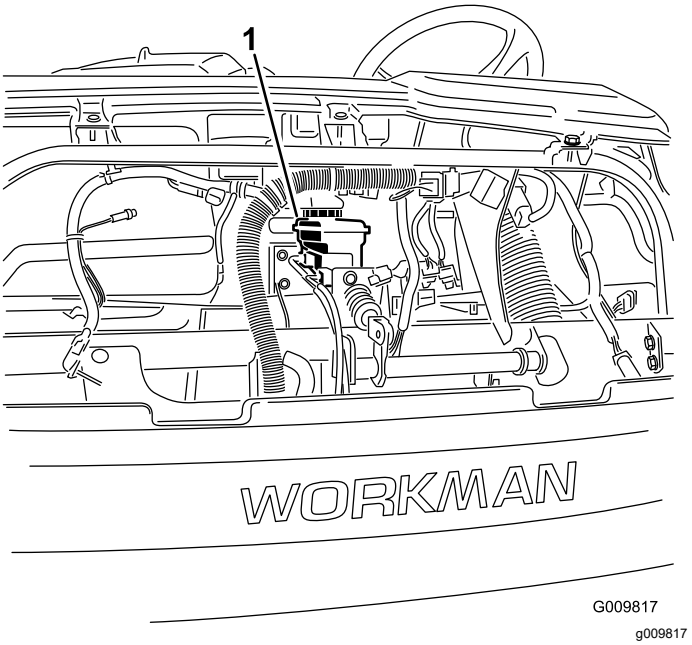

**Figuur 25**
**Opmerking:** U kunt de motorkap aan de voorzijde van de machine verwijderen om bij het reservoir te komen (Figuur 25).